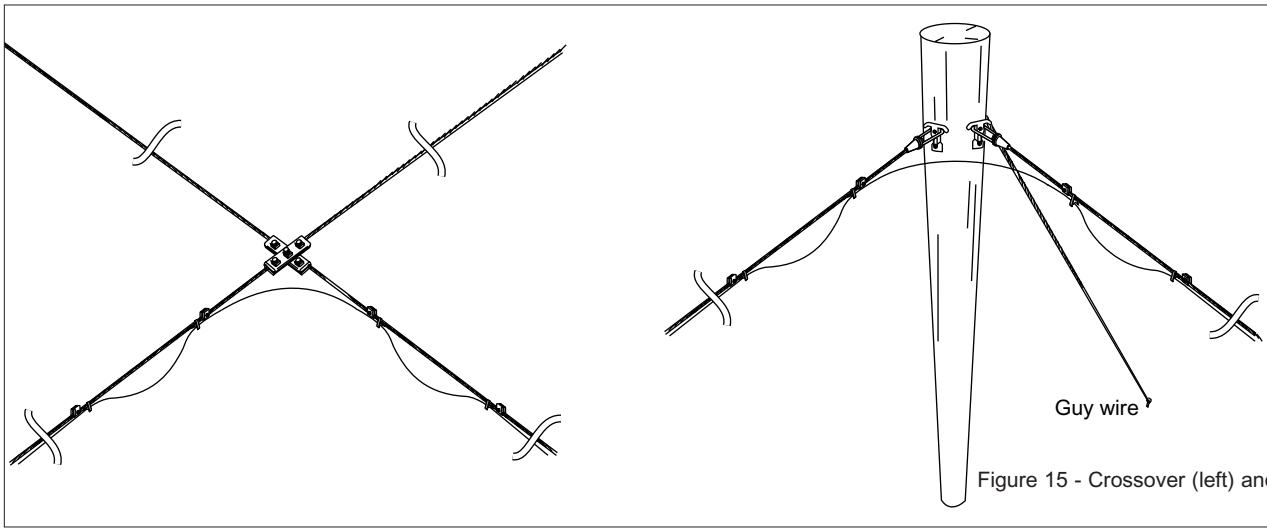

Figure 15 - Crossover (left) and deadend
4.35 As with copper cables, fiber optic cables should be routed on the inside of messenger intersections at aerial crossovers and deadends (Figure 15). This practice, along with drip loops, will minimize the chance of damage should a pole in the cable route be damaged. Be sure to respect the cable's minimum bend radius whenever the span makes a directional change.